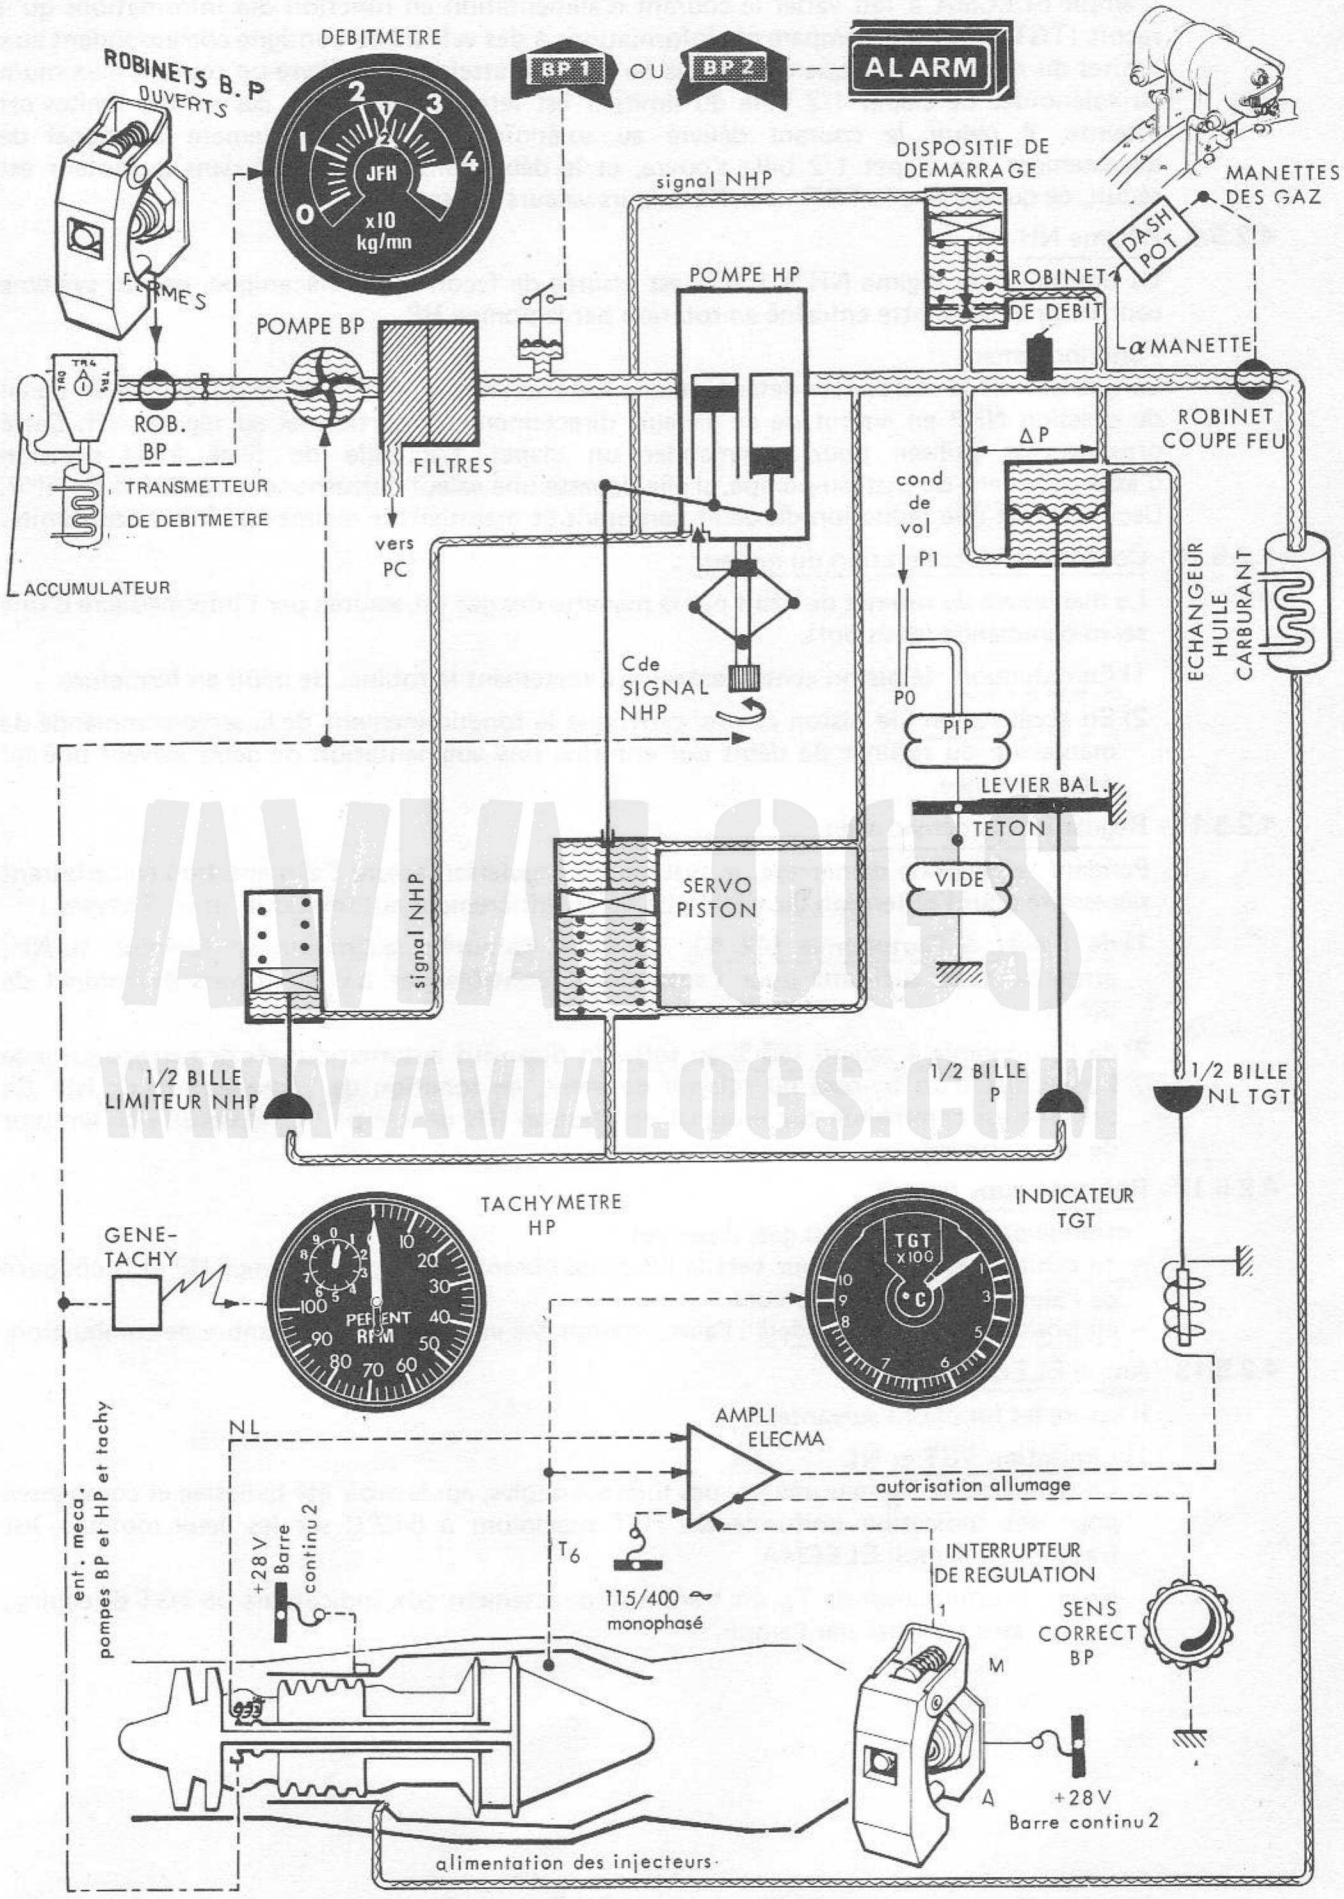

FIGURE 5 - PRINCIPE DE LA REGULATION CARBURANT MOTEUR SEC
Une vanne de décharge à hystéresis située au droit du dernier étage du compresseur HP permet d'éviter le décrochage du compresseur pendant le fonctionnement aux faibles vitesses de rotation et pendant le démarrage. Son fonctionnement est automatique ; elle se ferme en accélération à 61 ± 4% NH, ou s'ouvre en décélération à 45% NH environ (voir figure 5).
4.2.5 - Circuit carburant HP moteur (Fig. 5)